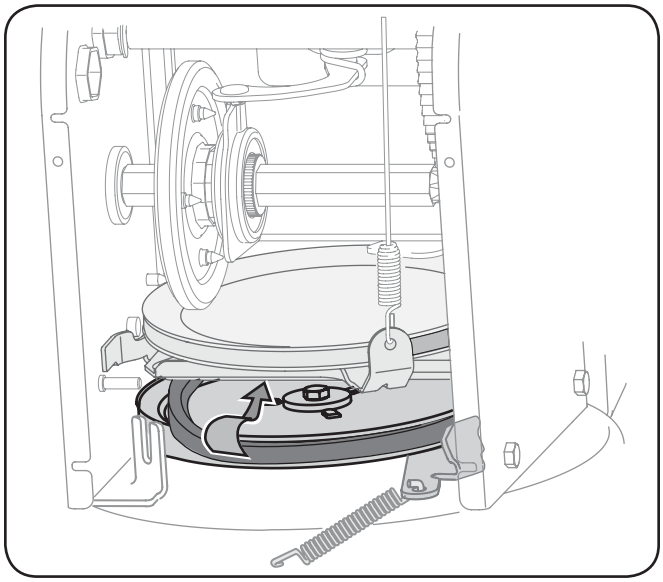

Fig. 7-5
7. Dégagez la courroie de la poulie de la tarière et faites glisser la courroie en le support et la poulie de la tarière. Voir la Fig. 7-5.